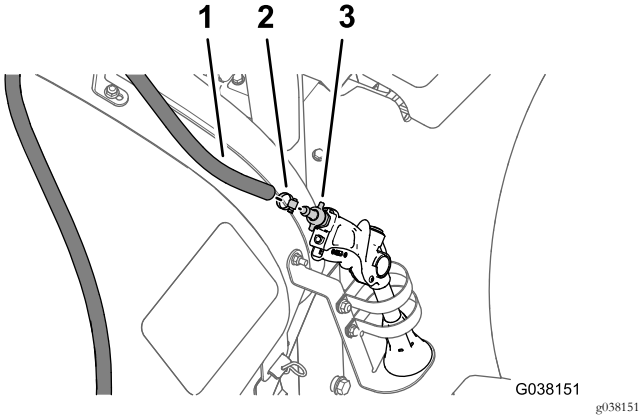

Figura 13
1. Retire a braçadeira de tubos que prende o tubo de fornecimento à união estriada da pistola de pulverização (Figura 13).
2. Retire o tubo de fornecimento da união estriada (Figura 13)